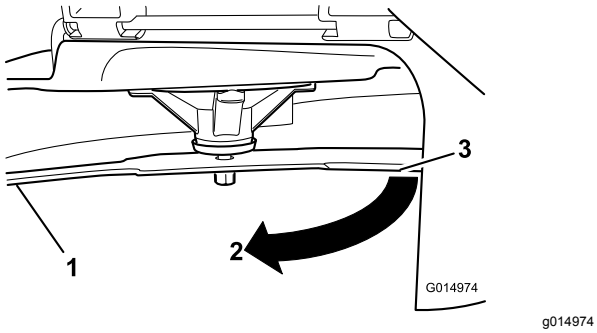

Figur 54
3. Uppmätt avstånd mellan kniv och yta (A)
4. Rotera samma kniv 180 grader så att den motsatta skäreggen nu är i samma läge (Figur 54).